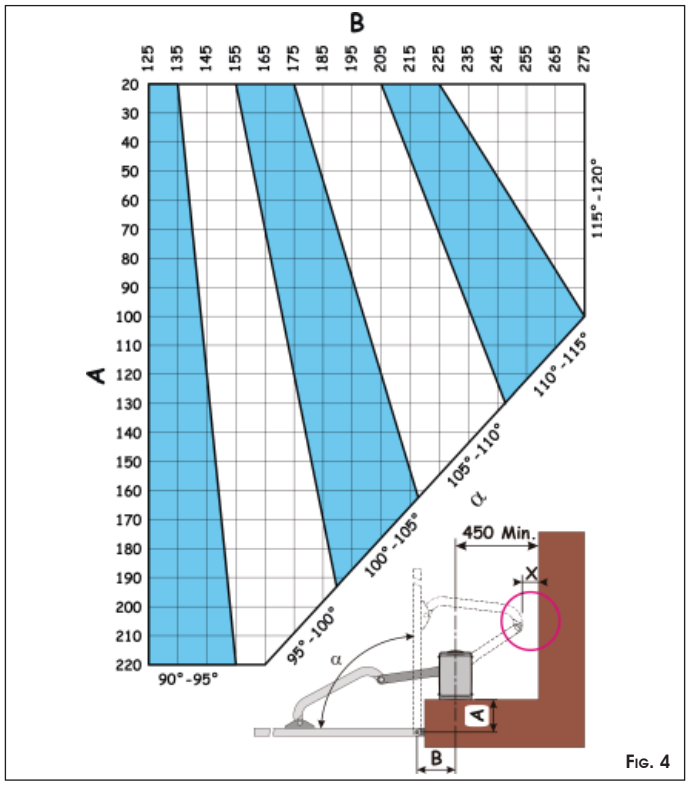

Fig. 4
Procedure for finding the securing position of the operator, using Fig.4 to help you:
- **Make sure that the minimum dimension of 450mm in Fig.4 is observed.**
- **When the operator has been installed, check if dimension "X" in Fig.4 is minimum 500 mm. If dimension "X" is less than 500mm, run an impact test on the point indicated in Fig.4, as described in UNI EN12445 standard, and make sure that the measured values conform to the specifications of UNI EN 12453 standard.**
- **If the thrust values are not within the values specified in UNI EN12453 standard, the zone indicated in figure 4 MUST be protected with a protective device conforming to the UNI EN12978 standard.**